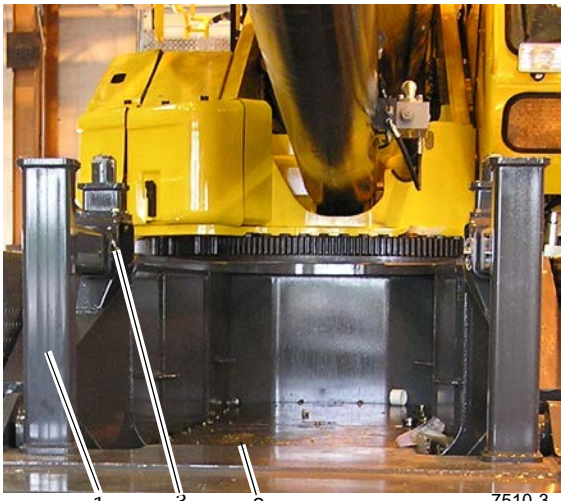

FIGURA 5-6
1. Utilizando um dispositivo de elevação adequado, instale os suportes do contrapeso (1) (Figura 5-6) na dianteira da estrutura do transportador (2) (Figura 5-6) e prenda com pinos de engate (3) (Figura 5-6).
O ajuste dos apoios do suporte do contrapeso (1) (Figura 5-6) é proibido quando o contrapeso estiver apoiado sobre eles.